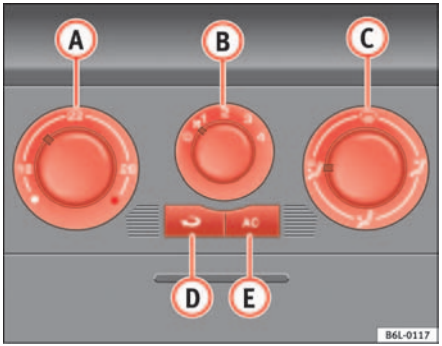

Fig. 90 On the instrument panel: air conditioner controls
– Disconnect the cooling system using button ⇒ fig. 90 AC (the button light goes off).
– Turn the temperature selector (A) to set the desired temperature.
– Use the air distribution control (C) to guide the flow of air in the required direction: (to the windscreen), (to the upper body), (to the foot well) and (to the windscreen and to the foot well).
When air recirculation mode is switched on (button ⇒ page 118, fig. 90 with warning lamp) strong odours in the outside air do not enter the vehicle interior, for example when passing through a tunnel or in queuing traffic.